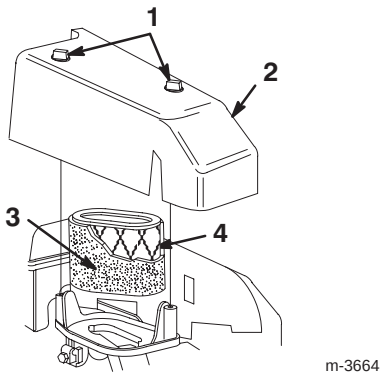

Figure 15
3. Remove the 2 knobs that secure the air filter cover to the engine (Fig. 15).
4. Remove the cover and clean it thoroughly (Fig. 15).
6. If the pre-cleaner is dirty, carefully wash it with a mild detergent and water. Rinse the pre-cleaner in clean water and allow it to dry (Fig. 15).
8. Install the pre-cleaner over the paper cartridge (Fig. 15).
9. Install the air filter cover (Fig. 15).
10. Tighten the cover securely in place with the 2 knobs (Fig. 15).